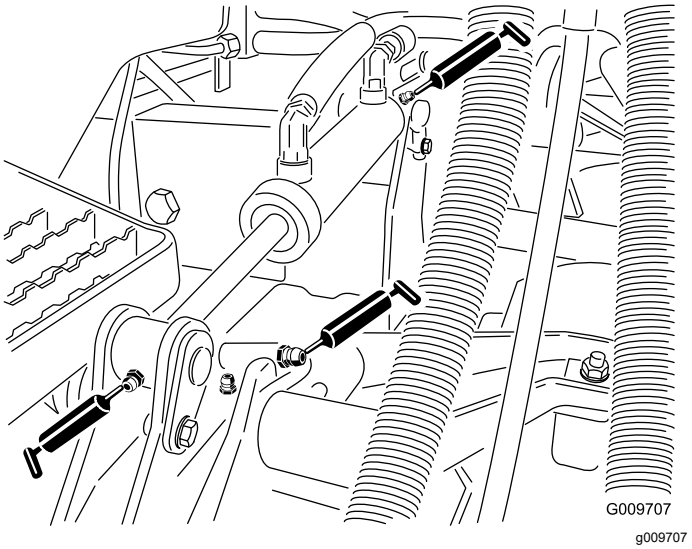

**Figuur 84**
- Lagerbussen van hefarm (1 per maai-eenheid); zie Figuur 84
- Lagerbussen van hefcilinder (2 per maai-eenheid); zie Figuur 84